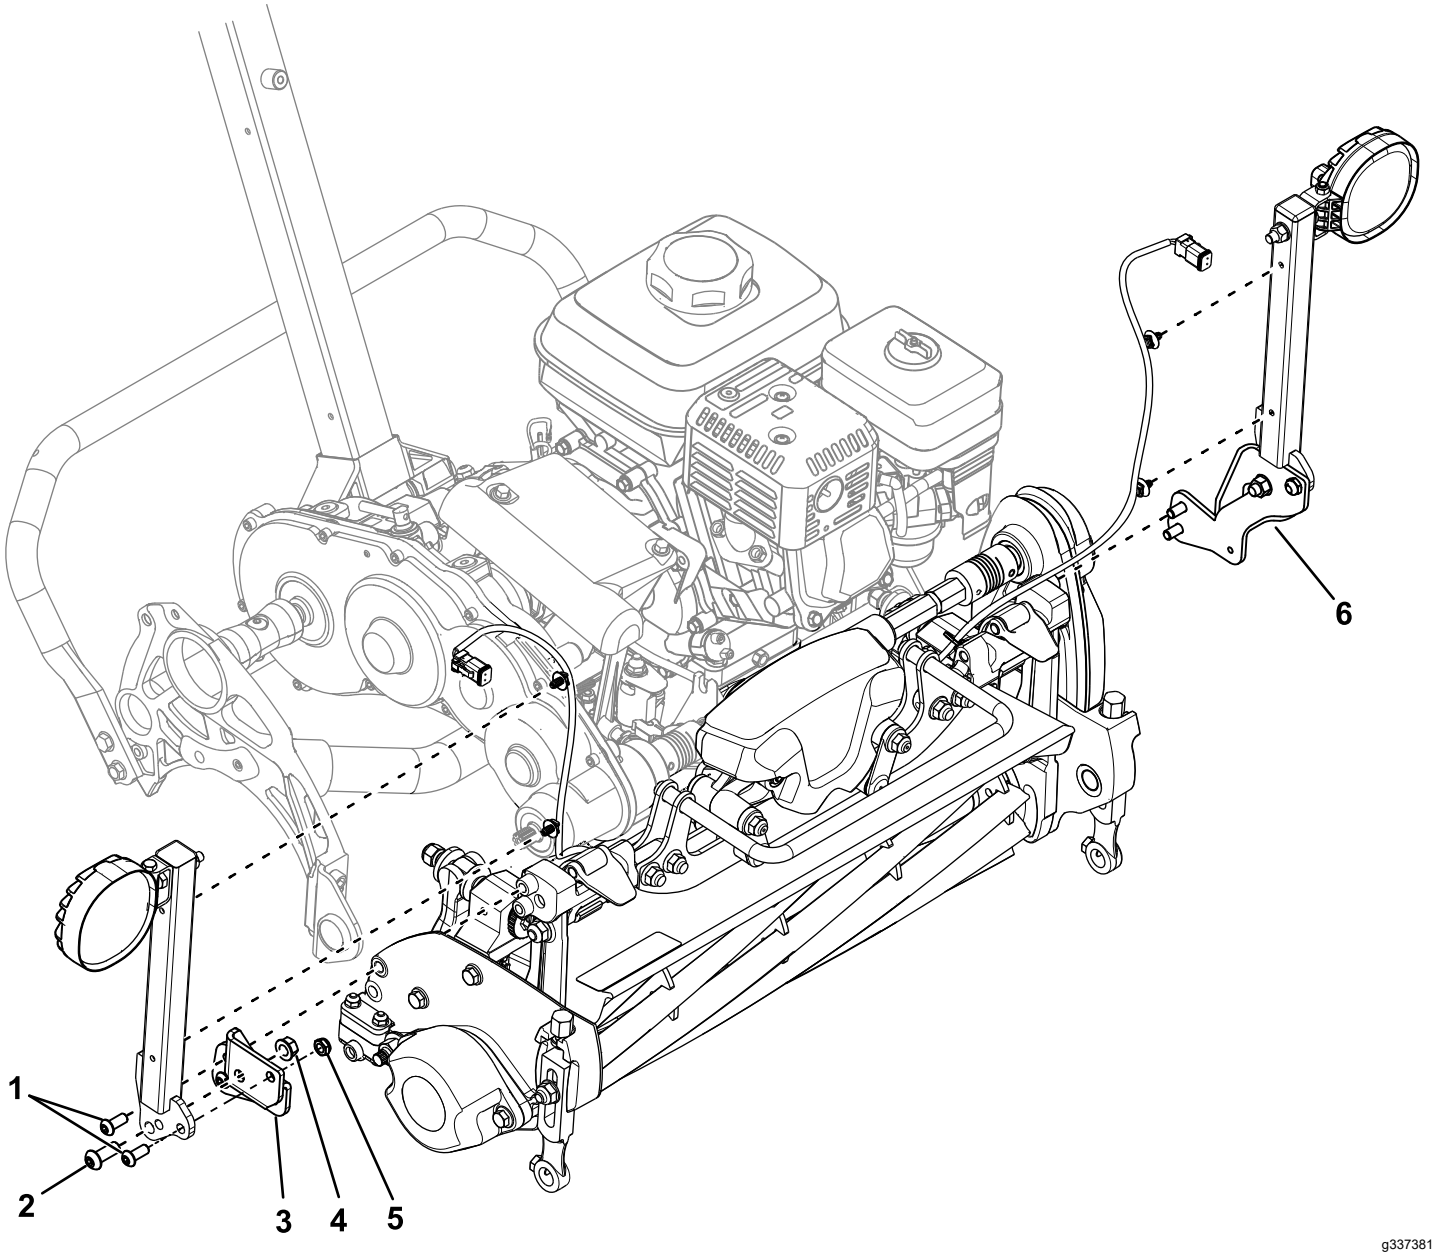

Rysunek 4
1. Za pomocą 2 śrub imbusowych (5/16 cala), 2 nakrętek zabezpieczających, 2 śrub imbusowych (⅜ cala) i 2 nakrętek z kołnierzem (⅜ cala) zamocuj uchwyty lamp do wsporników uchwytów (Rysunek 4).
2. Za pomocą 4 śrub imbusowych (5/16 cala) zamocuj wsporniki uchwytów na końcach piasty jednostki tnącej (Rysunek 4).